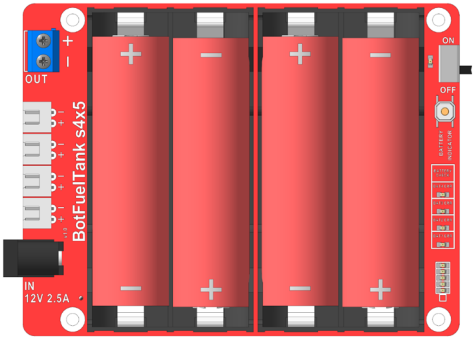

Рис. 3.1
1.При установке аккумуляторов необходимо строго соблюдать полярность, показанную на Рис. 3.1. Маркировок с информацией об ориентации батарей на плате не предусмотрено, поэтому в процессе установки в отсеки аккумуляторов следует ориентироваться на документацию и на показания индикторов.